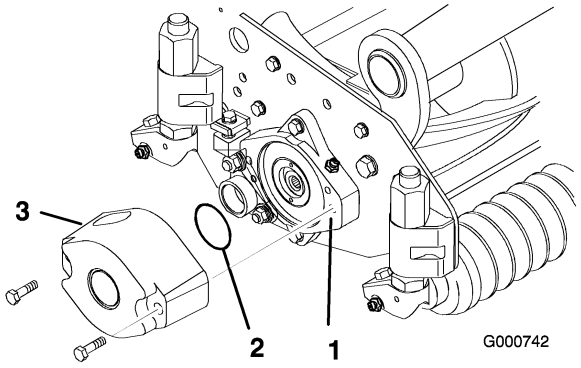
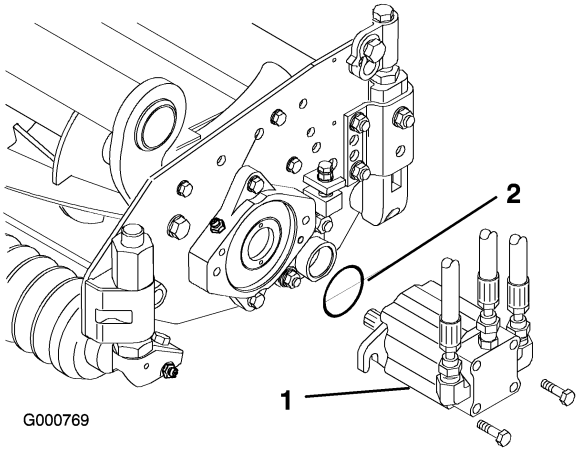

Figura 4
Figura 7
3. Lubrificate un O-ring grande e montatelo nella scanalatura del supporto del cuscinetto, uno per ciascun lato dell'elemento di taglio (Figura 4 e Figura 7).
4. Montate un contrappeso sul lato appropriato di ogni elemento di taglio e fissatelo con le viti a testa cilindrica a corredo (Figura 4).
13. Montate il motore sul lato comando dell'elemento di taglio, e fissatelo con le due viti a testa cilindrica a corredo (Figura 7).